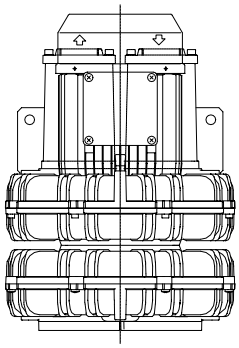
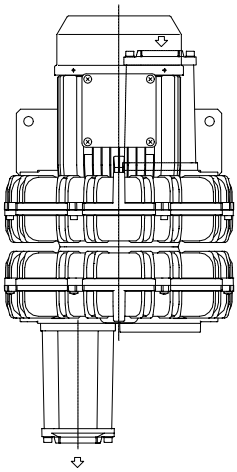
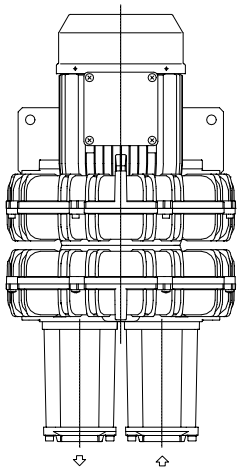

Bild 2
Bild 3
Bild 4
Bild 2 mit 90°-Anschlussbogen
Bild 3 mit zwei 90°-Anschlussbögen
Bild 4 mit 90°-Anschlussbogen
1. Wählen sie die gewünschte Position aus: Bild 2, Bild 3 oder Bild 4.